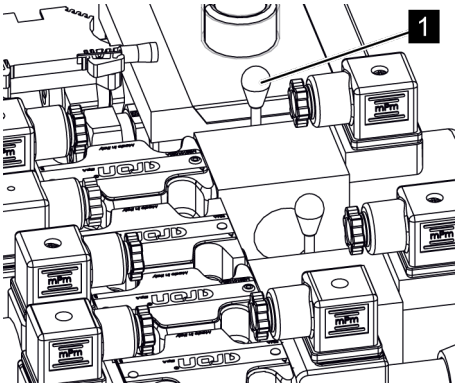

Fig. 91: Unscrew emergency hand activator
3. *Unscrew and remove the emergency hand lever (*Fig. 91*/1) of the crawler chassis valve.*